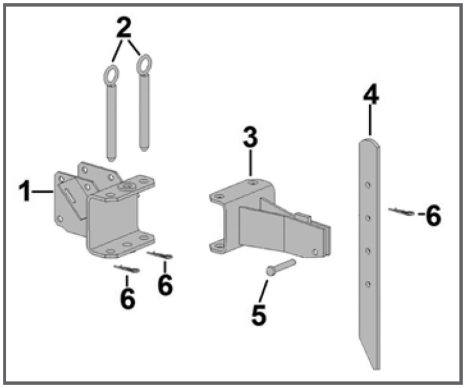

Рис. 5 Установка сошника
8. Установите в кронштейн 1 рамы мотокультиватора кронштейн сошника 3 (Рис. 5). Совместите отверстия в кронштейнах сошника и рамы и вставьте пальцы 2. Зафиксируйте пальцы 2 шплинтами 6 (Рис. 5).
9. Установите сошник 4 в кронштейн сошника 3 (Рис. 5). Вставьте сошник между пластинами кронштейна, совместите нужное отверстие в сошнике с отверстием в кронштейне и вставьте палец 5 крепления сошника (Рис. 5). Зафиксируйте палец шплинтом 6 (Рис. 5).